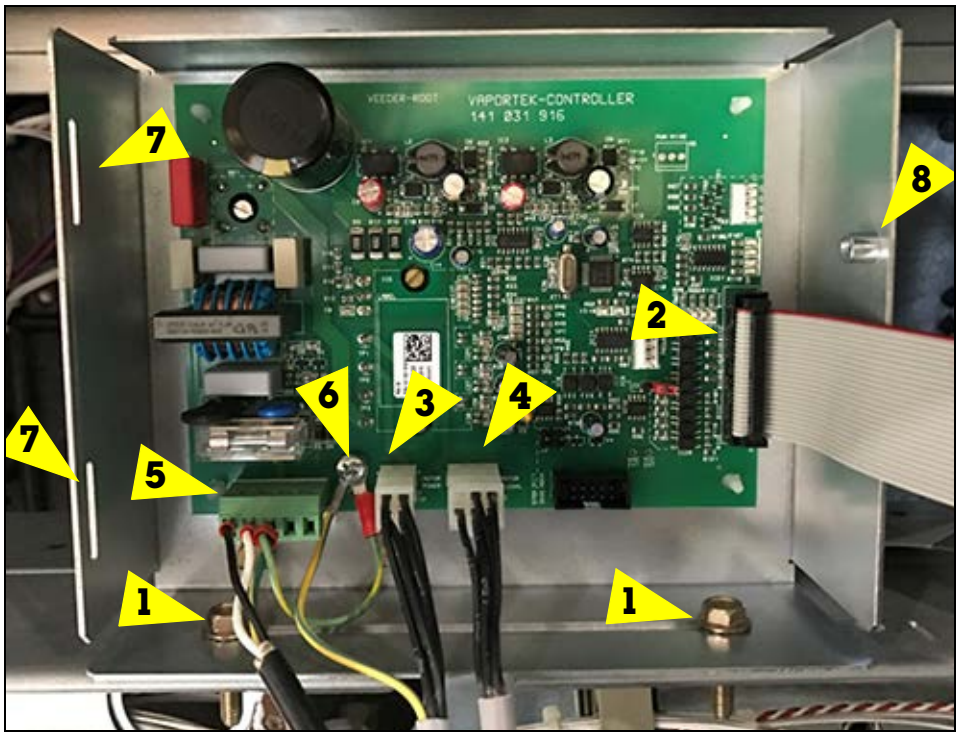

Figure 9. Install the VaporTEK-3 Controller Board Mounting Bracket in the Dispenser's Electronic Compartment
1. Mount the VaporTEK-3 Controller board bracket to a clean sheet metal surface in the dispenser's electronic compartment using the two SHCS, M6X1 X 20MM LG, Grade 8.8; P/N 579281-001 bolts and two Hex Nut, M6 X 1, Steel, P/N 579082-001 nuts from the VaporTEK-3 Controller Board Kit - P/N 900895-001 (see item 1 Figure 9).
2. Plug in the ribbon cable connector that connects to the VaporTEK Pulse Interface Adapter board into the X8 male connector on the VaporTEK-3 Controller board (see item 2 in Figure 9).
3. Plug in the Motor Power 4-pin snap plug (item 3) and the Motor Signal 6-pin snap plug (item 4) from the VaporTEK pump.
4. Plug in the input power plug (L, N and Earth Ground) (item 5).
5. Attach the ground wire from the Motor Power cable and the Earth Ground wire from the input power cable to the VaporTEK-3 Controller board at the location shown (item 6), using one of the pan head Phillips screws, M4-0.7 X 12LG/Lock washer M4, P/N 579198-001 from the kit. There is a PEM nut under the board which receives the screw.
2. Connect the P/N 900899-001 adapter cable’s screw terminal plug to the pump motor power cable screw terminal plug. Connect the 4-pin snap plug end of the motor power adapter cable to the Motor Power connector on the VaporTEK-3 Controller board (Item 3 in Figure 9).
3. Attach the adapter cable’s Motor Power plug ground wire to the PE terminal on the VaporTEK-3 Controller board (Item 6, Figure 9).
4. Connect the P/N 900898-001 adapter cable’s screw terminal plug to the pump control cable screw terminal plug. Connect the 6-pin snap plug end of the motor control adapter cable to the Motor Signal connector on the VaporTEK-3 Controller board (Item 4 in Figure 9).